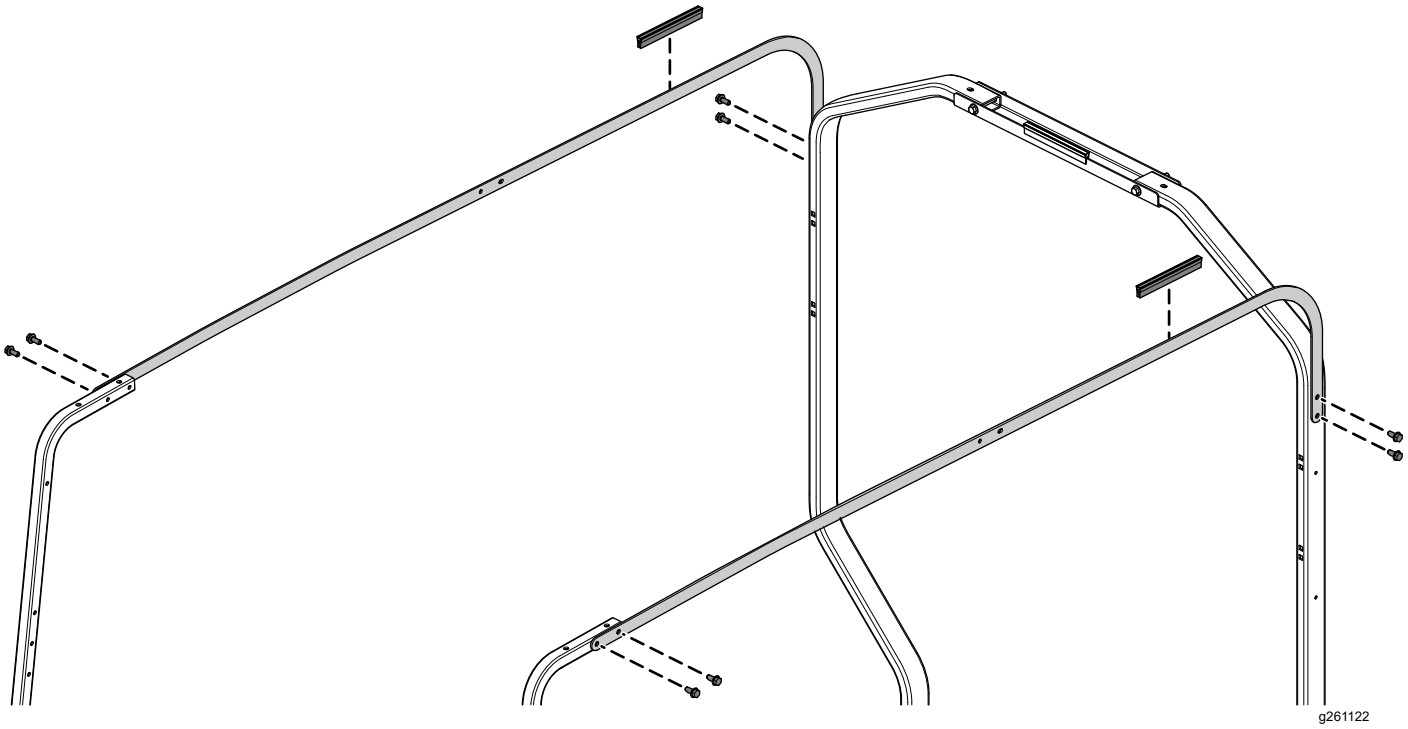

Rysunek 14
1. Zamocuj 2 wsporniki długiego daszku do przednich i tylnych rur montażowych z wykorzystaniem 8 śrub z łbem sześciokątnym (5/16 x 3/4 cala) w sposób przedstawiony na Rysunek 14.
2. Zamocuj 2 uszczelki na 2 wspornikach długiego daszku (Rysunek 14).